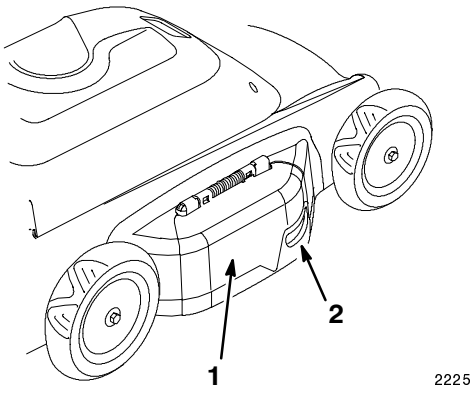

Figure 7
1. Use the handle on the mulch door to raise the door (Fig. 7).